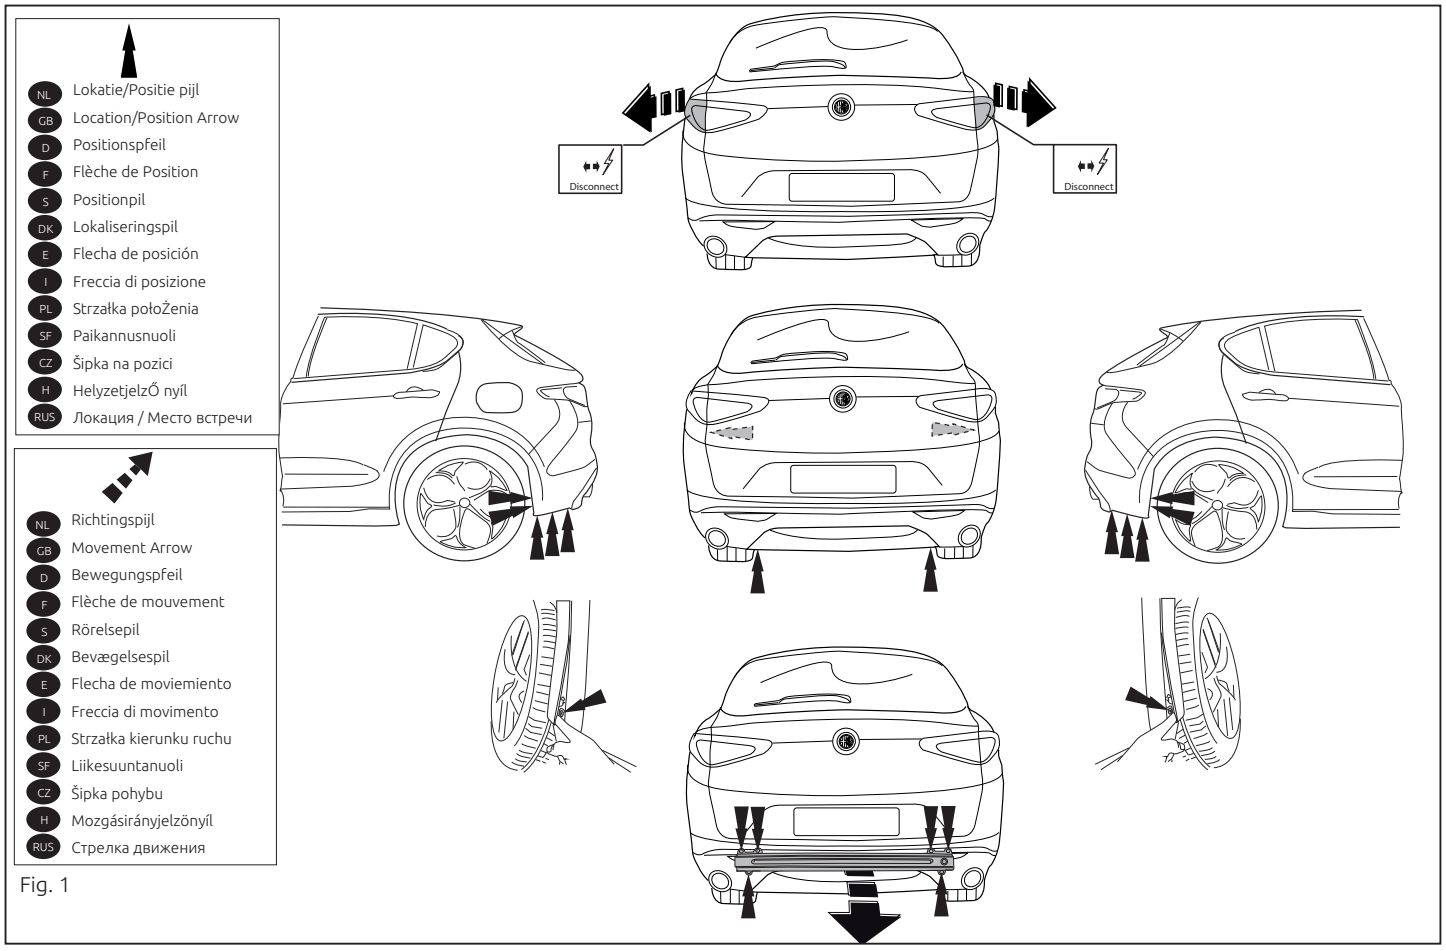

Fig. 1
1. Remove the rear-light units. Remove the bumper and the steel buffer beam from the vehicle. The buffer beam will no longer be needed. See figure 1.
1. Die Rücklichter abmontieren. Die Stoßstange einschließlich des stählernen Stoßbalkens vom Fahrzeug abmontieren. Der Stoßbalken wird nicht mehr benötigt. Siehe Abbildung 1.
1. Снять оба блока задних фар. Снять бампер вместе со стальным буферным брусом автомобиля. Буферный брус больше не понадобится. См. рисунок 1.
1. Démonter les feux arrière. Déposer le pare-chocs du véhicule y compris la traverse en acier ; la traverse ne sera plus utilisée. Voir la figure 1.
1. Demonter baglysenhederne. Demonter kofangeren, inklusive køretøjets stålstødbjælke. Denne bliver overflødig. Se fig. 1.